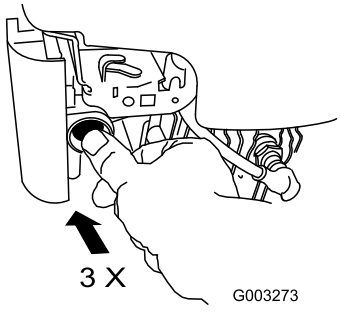

Figur 16
1. Trykk inn primeren bestemt tre ganger med tommelen. Hver gang holder du primeren inne i ett sekund før du slipper den (Figur 16).